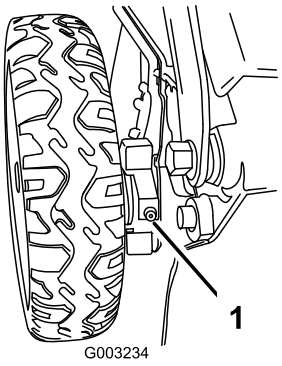

**Figuur 40**
1. Veeg de smeernippels aan de binnenkant van de achterwielen af met een schone doek (Figuur 40).